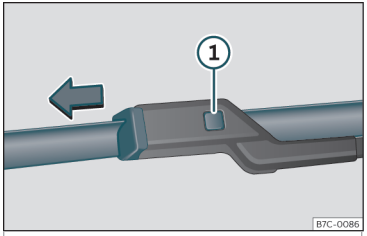

Fig. 41 Changing the windscreen wiper blades
- Press and hold release button››› Fig. 41 ① and pull gently on the wiper blade in the direction of the arrow.